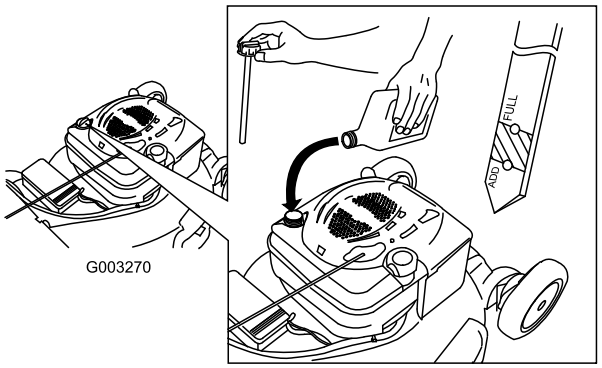

Figura 10
1. Togliete l'asta di misurazione del livello dell'olio, asciugatela ed inseritela a fondo nel foro (Figura 10).
2. Rimuovete l'asta e controllate il livello dell'olio (Figura 10). Se il livello dell'olio è inferiore alla tacca Add sull'asta, versate **lentamente** dell'olio nel foro del bocchettone fino a portarne il livello alla tacca Full sull'asta. **Non riempite troppo.** (Riempimento massimo: 0,59 litri, tipo: olio detergente SAE 30 con service classification API SF, SG, SH, SJ, SL o superiore.)